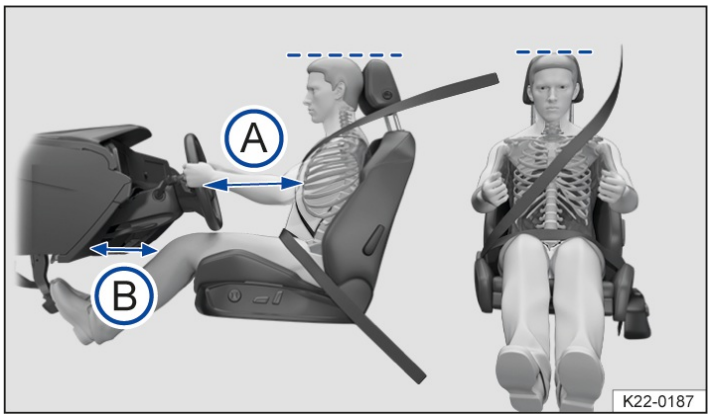

Fig. 1 Correct distance between the driver and the steering wheel, correct safety belt position and correct head restraint adjustment (general example).
— Adjust the head restraint so that the upper edge of the head restraint is in line with the upper portion of the head as much as possible, but not lower than eye level. Position the back of the head as close as possible to the head restraint *→ fig. 1*.
— Adjust the forward/back position of the driver seat so that you can press the pedals while your legs are slightly bent and there is at least 10 cm (around 4 inches) of space between the instrument panel and your knees *→ fig. 1* (B).